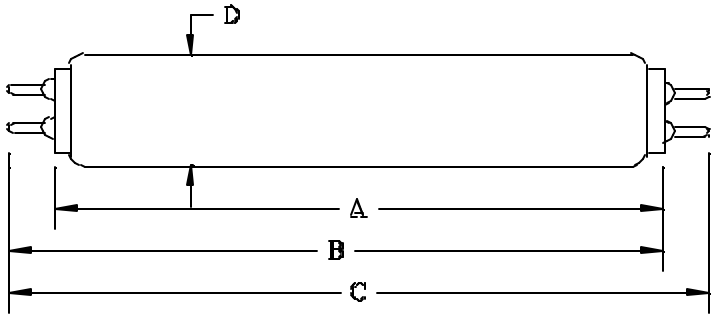

Figure 1 – Lamps with G5, G13, G20 bipin bases
a) G5, G13, G20 bipin bases, see Figure 1